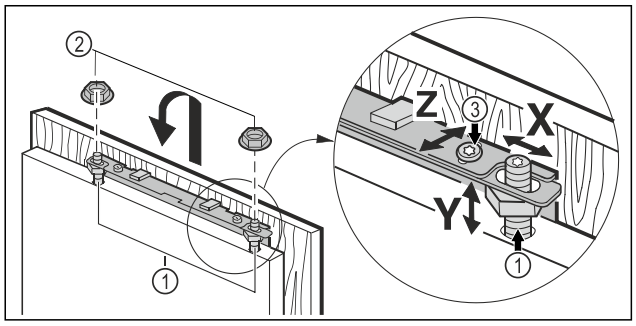

Fig. 45
- ▶ Hook the unit door onto the adjustment bolts *Fig. 45 (1)* and screw the lock nuts *Fig. 45 (2)* loosely onto the adjustment bolts.
- ▶ Align the unit door in height **Y** and in the lateral inclination: Adjust the adjustment bolt *Fig. 45 (1)* with a screwdriver.
- ▶ Tighten the lock nuts *Fig. 45 (3)*.